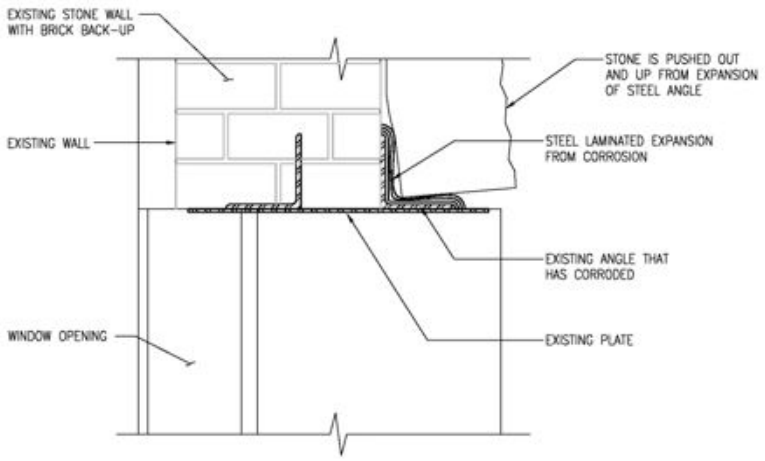

Fig. 186 Typical corroded lintel detail. (SEA 2012)
- A corrosion mitigation type repair to the metal plate that is exposed at most of these locations is relatively easy. However, in some cases were the stone has shifted upward and out away from the face of the building additional corrosion could be occurring to the wide flange steel member which creates the support for the stone and backup above (Figure 186).